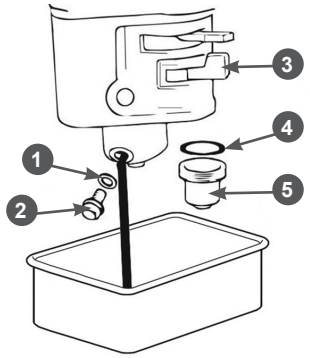

Рис. 29 Обслуживание карбюратора
1. Установите под карбюратор подходящую емкость (Рис. 29).
2. Установите рычаг топливного крана 3 в положение «ЗАКРЫТО» (Рис. 29).
3. Открутите болт 2 сливного отверстия и слейте топливо из поплавковой камеры карбюратора в приготовленную для этого ёмкость (Рис. 29).
4. Открутите стакан отстойника 5 (при его наличии), вылейте из него топливо в заранее подготовленную емкость (Рис. 29).